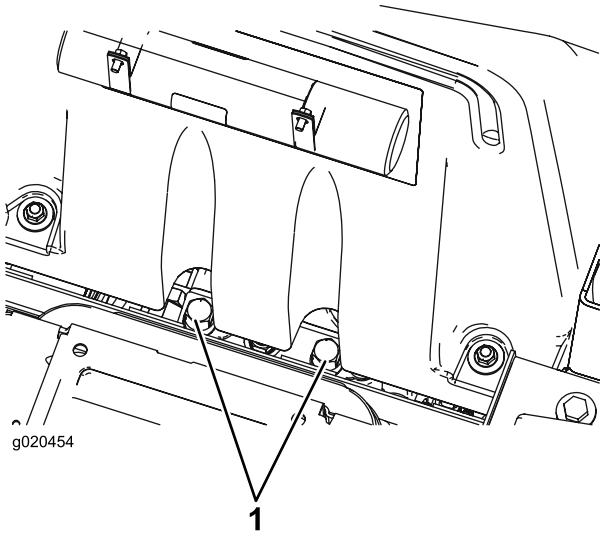

Figur 32
1. Höj upp sätet. Förbikopplingsventilerna är placerade under bränsletankens framsida (Figur 32).